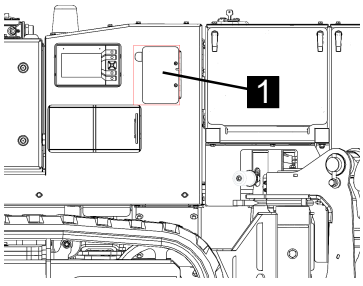

Fig. 181
4. Take a charged battery (Fig.181/1) out of the charger and place a discharged battery in the charger.